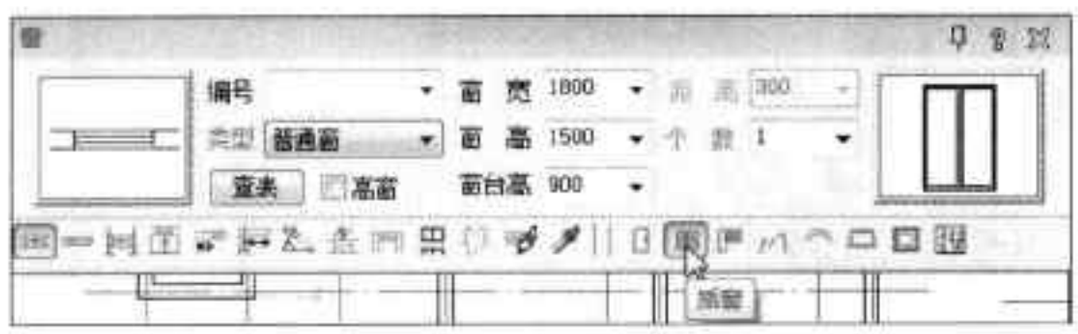

图16-77 单击“插窗”按钮
Step 13 打开“门”对话框，单击“插窗”按钮，打开“窗”对话框，如图 16-77 所示。